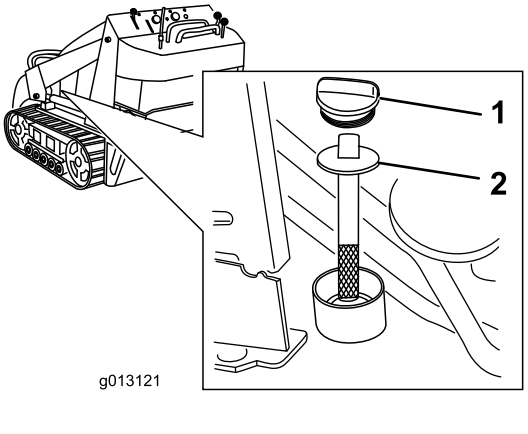

Figur 63
5. Ta bort hydraultanklocket och oljestickan (Figur 63).